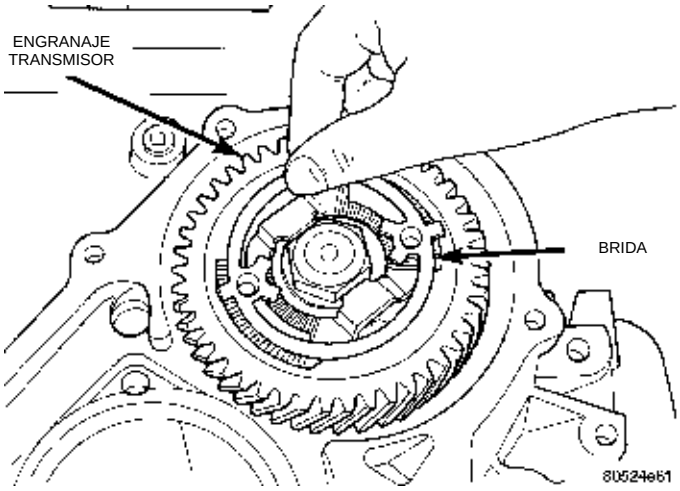

Fig. 155 Extracción de la brida del estribo y el engranaje
(3) Retire la brida del engranaje transmisor y el estribo (Fig. 155).